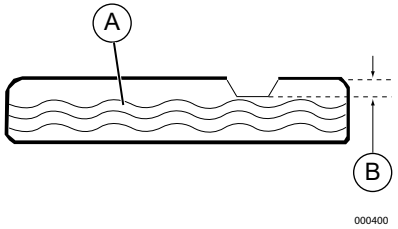

Figure 2-10. Ajout du carburant recommandé
4. Ajoutez lentement le carburant recommandé (A). Ne remplissez pas à ras bord (B). Voir ***Figure 2-10***.